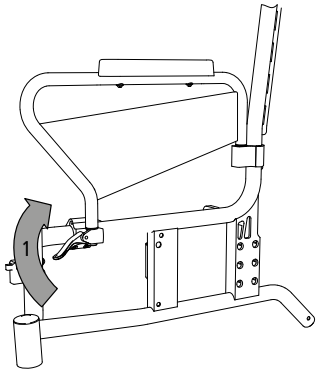

fig. 10
1. Rilasciare la leva di blocco della fascetta stringitubo anteriore (1, fig. 10).